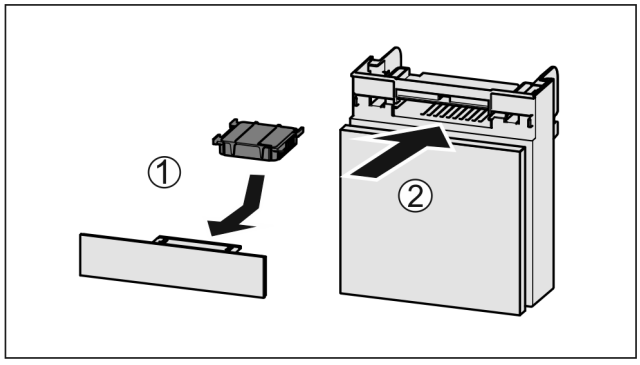

Fig. 170
▶ Coloque el filtro de carbón activo según se indica en la ilustración *Fig. 170 (1)*.
▶ Introduzca el compartimiento *Fig. 170 (2)*.